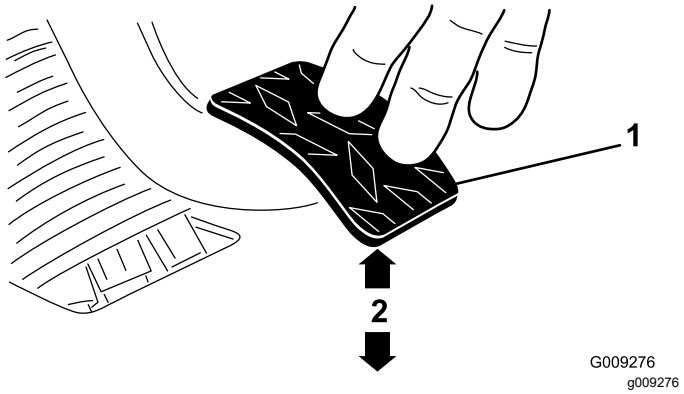

**Bild 62**
3. Stellen Sie die Klemmmuttern oder das Kugelgelenk ein, bis sich die hintere Kante des Kupplungspedals 9,2 cm bis 9,8 cm von der Oberseite des Bodenplattensternmusters befindet, wenn Sie eine Kraft von 1,8 kg auf das Pedal aufbringen (Bild 62).